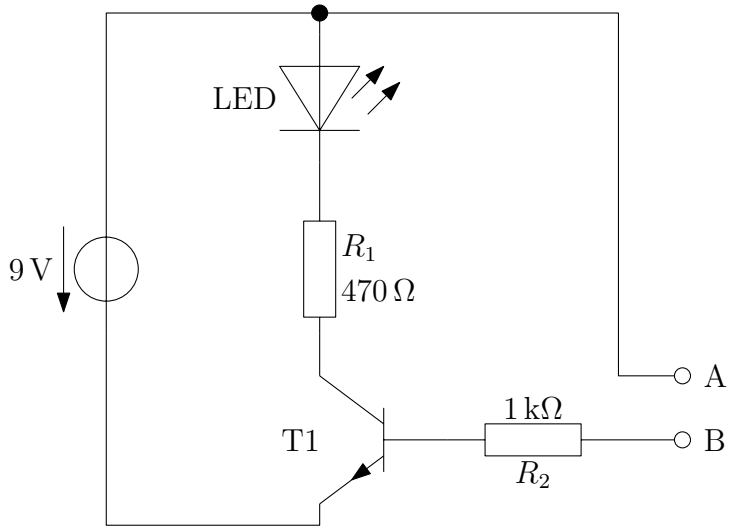

Abbildung 2.14: Experiment – Durchgangsprüfer
**Versuchsaufbau und -durchführung** Bauen Sie die Schaltung nach Abb. 2.14 auf. Die beiden eingezeichneten Anschlussklemmen realisieren Sie, indem Sie zwei längere Experimentierkabel einseitig mit dem Steckbrett verbinden. Nun können Sie verschiedene Gegenstände und Materialien auf ihre elektrische Leitfähigkeit hin überprüfen, indem Sie sie mit den beiden freien Kabelenden berühren. Testen Sie auch die Leitfähigkeit Ihres eigenen Körpers, indem sie die Kabelenden in die linke und rechte Hand nehmen. Wiederholen Sie den Versuch mit feuchten Fingern. (Die 9 V der Batterie sind für Sie völlig ungefährlich.)